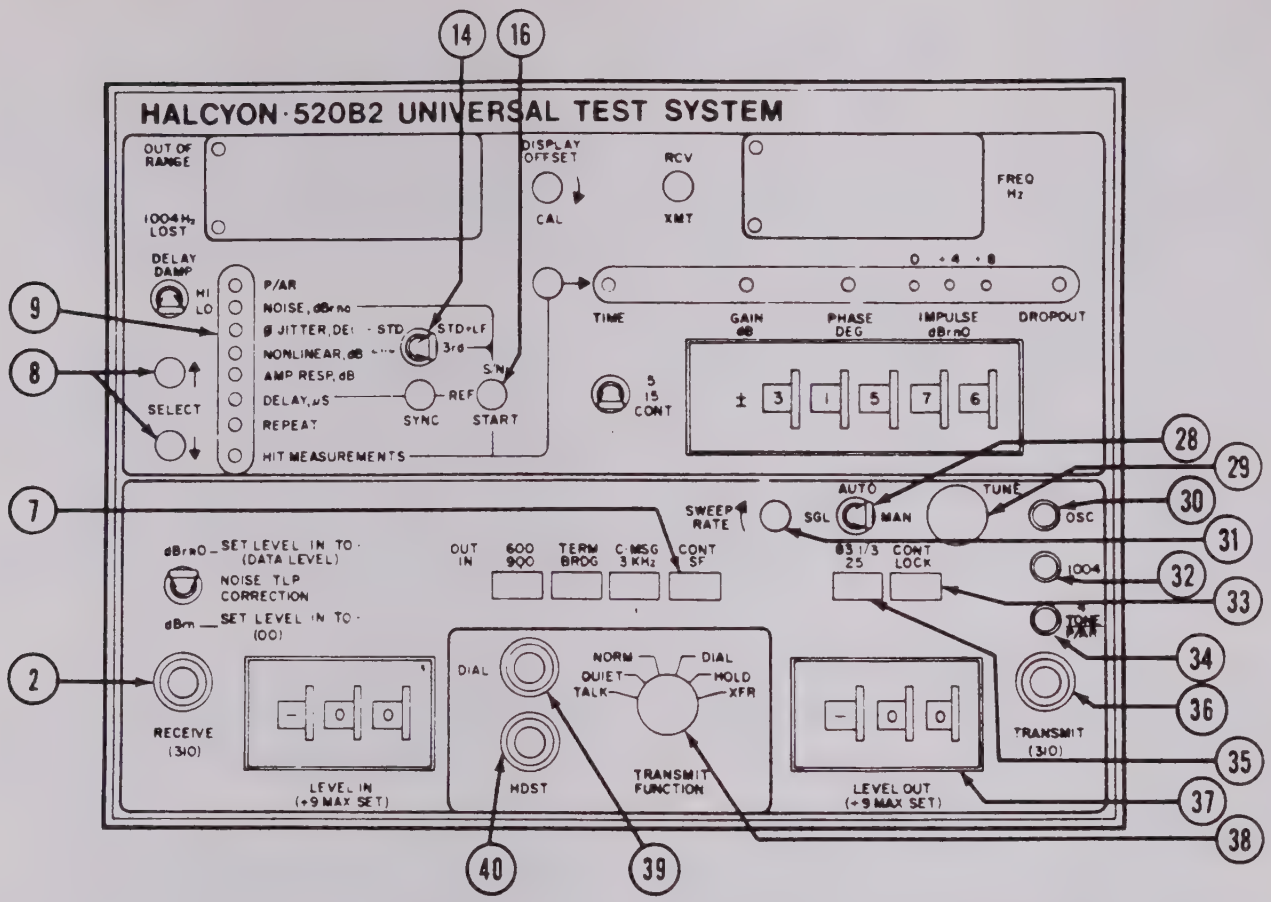

Figure 3-5. S/N-REF-START, 2nd/3rd, LEVEL OUT, SGL/AUTO/MAN, SWEEP RATE, TUNE, CONT/LOCK, CONT/SF, 83 1/3 - 25, and TRANSMIT FUNCTION Control Groups
(6) S/N-REF-START (16, figure 3-5). This switch performs several specific functions, depending upon the selected mode as indicated by mode indicator (9). The various functions are described below for each applicable operating mode.
(7) 2nd/3rd (14, figure 3-5). This switch is applicable to both the nonlinear mode and to the phase jitter mode for those instruments equipped with the low-frequency phase jitter option.
c. Transmitter Controls. (See figure 3-5.)
(1) LEVEL OUT (37). This step attenuator provides an adjustment range of +9 dBm to -39 dBm in 1-dB steps for the transmitter rms output level. The output level is indicated directly in dBm on the thumbwheel switch and applies to all test signals generated by the transmitter. The transmitter test signal selection is automatically controlled by the mode SELECT switches (8), as detailed in paragraphs 3-2a(1) through 3-2a(8). The output signal mode is indicated on three status LEDs designated OSC (30), 1004 (32), and 4 TONE P/AR (34).
(2) SGL/AUTO/MAN (28). This 3-position toggle switch selects the desired method for tuning the variable-frequency test-tone oscillator. The oscillator is actuated when the AMP RESP, DELAY, and REPEAT modes are selected by the mode SELECT switches (8).